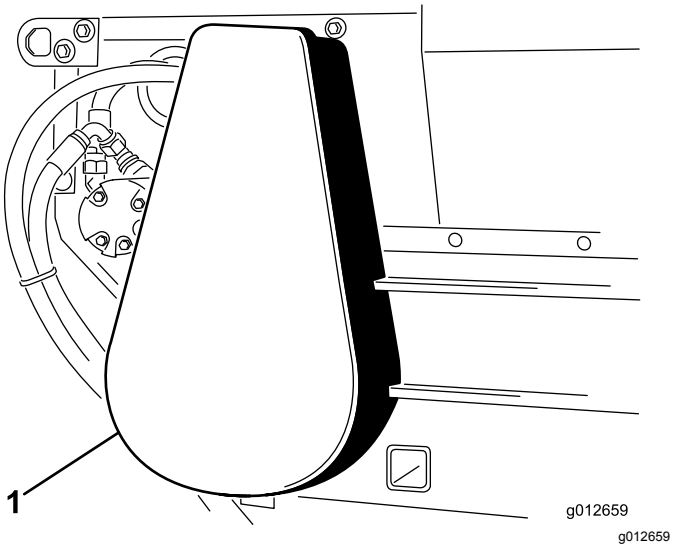

Figuur 23
1. Verwijder het kettingdeksel (Figuur 23).